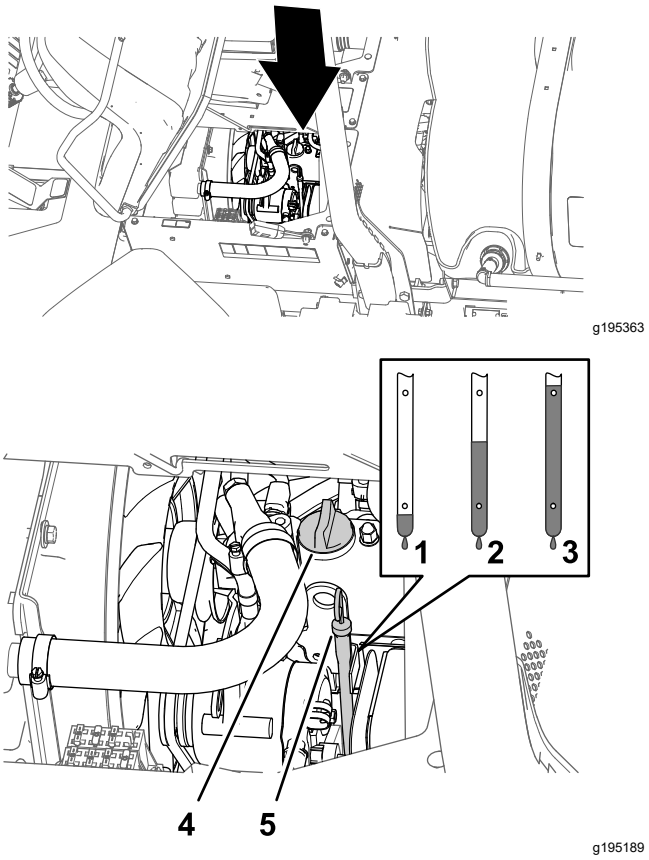

**Figur 78**
2. Ta ut oljestickan, som sitter under passagerarsätet, och torka av den med en ren trasa (Figur 78).
3. Om oljenivån är låg tar du bort påfyllningslocket från ventilkåpan (Figur 78) och fyller på med olja i påfyllningsröret tills nivån når upp till markeringen Full på oljestickan.
4. Sätt på oljepåfyllningslocket (Figur 78).
5. Sätt tillbaka oljestickan så att den sitter ordentligt (Figur 78).